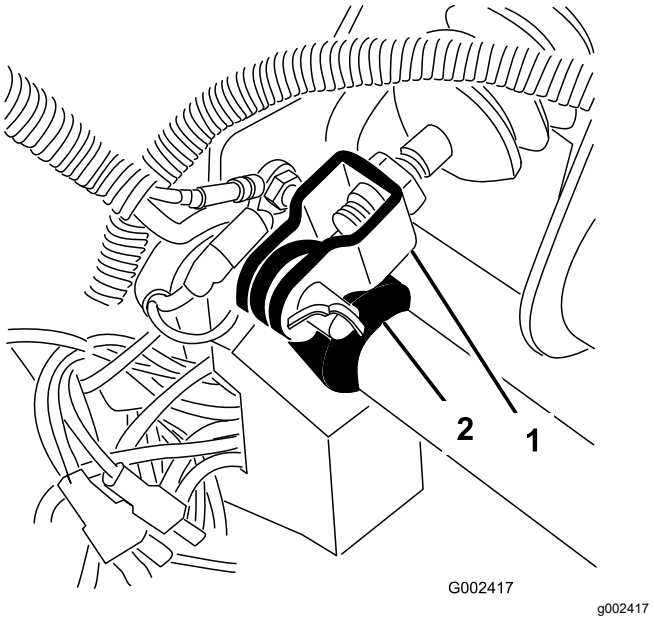

Figur 66
1. Ta bort saxpinnen och sprintbulten som fäster huvudcylinderoket vid bromspedalstappen (Figur 66).